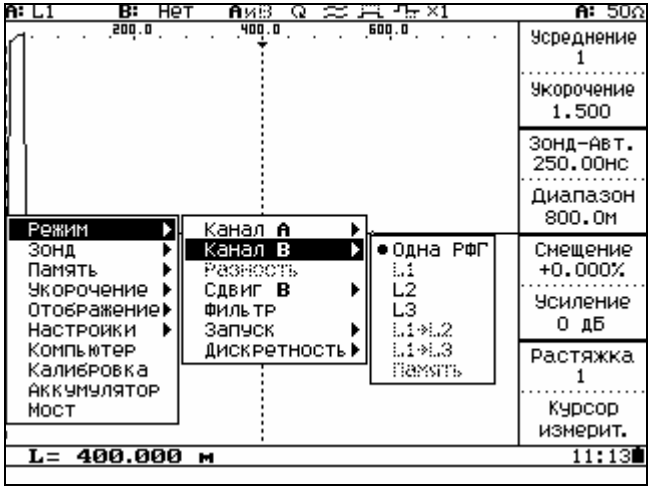

Рисунок 6.24
- Выбрать вход (рисунок 6.24) для канала отображения В (п.6.3.10.1).